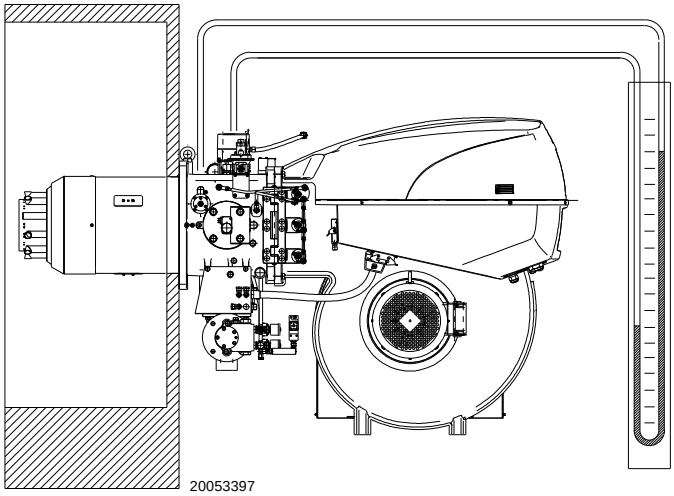

Fig. 33
- ➤ Fit a U-type pressure gauge or a differential pressure gauge (Fig. 33), with socket (+) on the gas pressure of the pipe coupling and (-) in the combustion chamber.
The arrival of gas at the sleeve is indicated by the U-type manometer (Fig. 33).